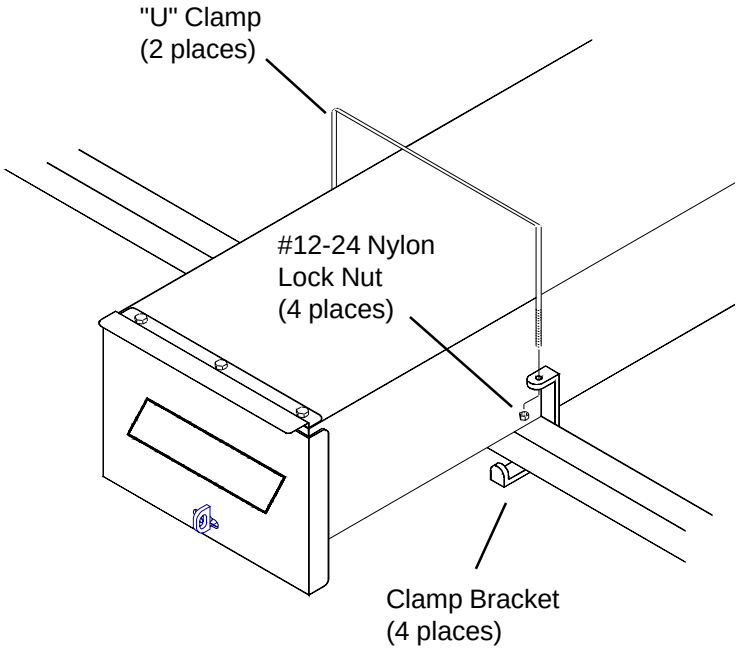
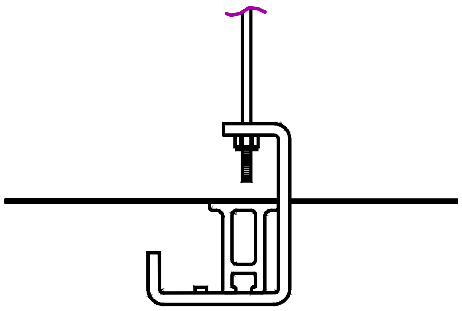

Figure 9. *Body to Crossmember Fastening*
Figure 10a. *Installation on a 211 aluminum crossmember*
8. Place the Conduit Carrier in position on the van rack. Install the "U" Clamps and Clamp Brackets (*see Figure 9.*). (*See Figures 10a, 10b or 10c for installation of "U" Clamps and Clamp Brackets for your crossmember*).